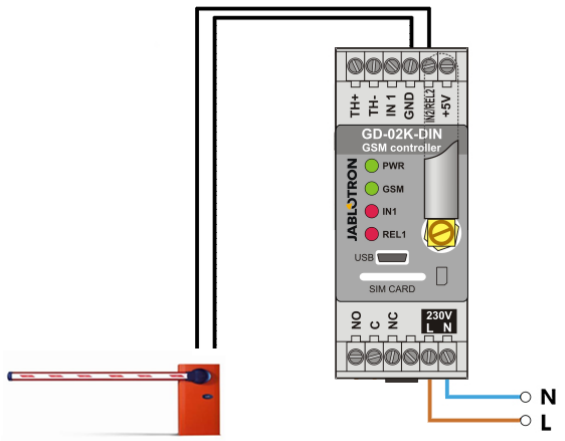

Rysunek 2: GD-02K-DIN jako sterownik bramy.
- Ta aplikacja wymaga połączenia styku z wyjściem REL 2/GND oraz z wejściem niskonapięciowym sterowanej bramy, patrz rysunek 2.